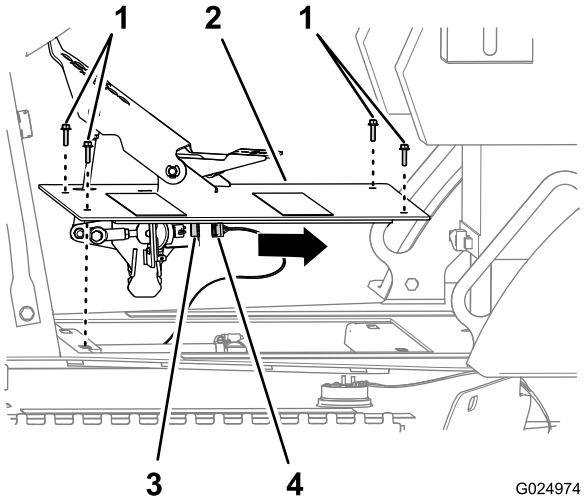

Figure 109
1. Retirez les 4 boulons à embase hexagonale qui fixent la pédale de déplacement au châssis de la machine (Figure 109).
2. Débranchez le connecteur à 6 douilles du faisceau de la machine du connecteur à 6 broches du capteur de la pédale de déplacement (Figure 109).
3. Déposez la pédale de déplacement de la machine (Figure 109).
1. Rebranchez le connecteur à 6 douilles du faisceau de la machine au connecteur à 6 broches du capteur de la pédale de déplacement (Figure 109).
2. Alignez les trous de la plaque de la pédale de déplacement sur les trous du châssis de la machine (Figure 109).
3. Fixez la pédale de déplacement au châssis de la machine au moyen des 4 boulons à embase hexagonale (6 x 25 mm); voir Figure 109.